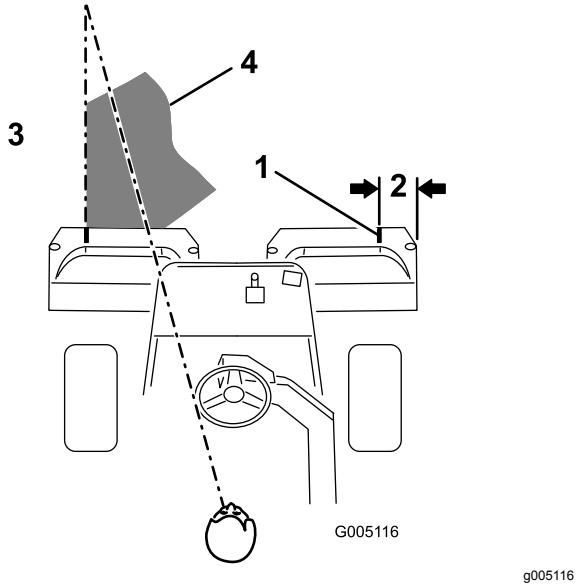

**Figur 22**
**Bemærk:** Skab en imaginær, lige sigtelinje ca. 1,8-3 m foran maskinen frem til kanten af den uklippede del af greenen (Figur 22) som hjælp til at bevare en lige linje på tværs af greenen og for at holde maskinen i en tilsvarende afstand fra kanten af den foregående klipning. Nogle finder det nyttigt at medtage rattets ydre kant som en del af sigtelinjen, dvs. holde rattets kant på linje med et punkt, der altid holdes i samme afstand fra maskines forende.